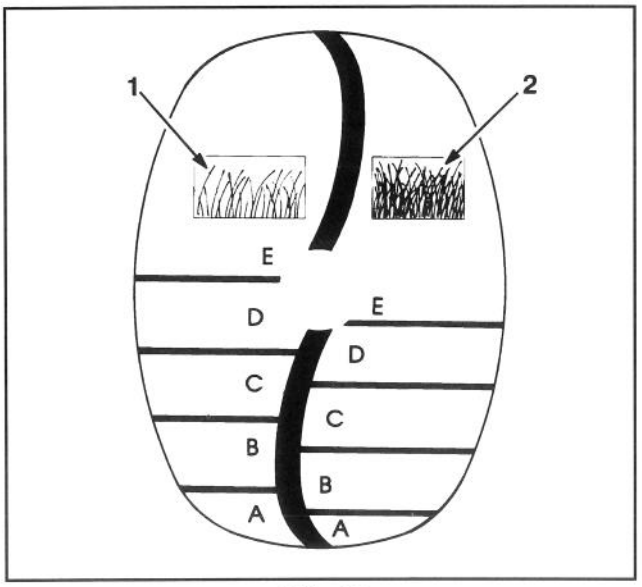

Abb. 16
SmartWheel verfügt über zwei Skalen — SPARSE/NORMAL (LICHT/NORMAL) und LUSH (ÜPPIG) — um für alle Bedingungen die optimale Schnitthöhe einstellen zu können (Abb. 16). In der warmen Sommersaison sollte die Einstellung SPARSE/NORMAL (LICHT/NORMAL) für die meisten Mäharbeiten verwendet werden. Die Skala LUSH (ÜPPIG) eignet sich für dickes, feuchtes und üppiges Gras, das meistens im Frühjahr wächst.
1. Vor Motorstart und Mähbeginn den Mäher ins Gras schieben. Bleiben Sie stehen, wenn die Buchstaben auf dem SmartWheel™ -Schild am rechten hinteren Rad aufrecht stehen (Abb. 16).
2. Anhand der farbcodierten SmartWheel-Skala (Abb. 16) die Länge der Grashalme mit den Farben/Buchstaben auf dem Rad vergleichen. Die mit der Grashöhe übereinstimmende Farbe/Buchstabe gibt die korrekte Schnitthöhe an.